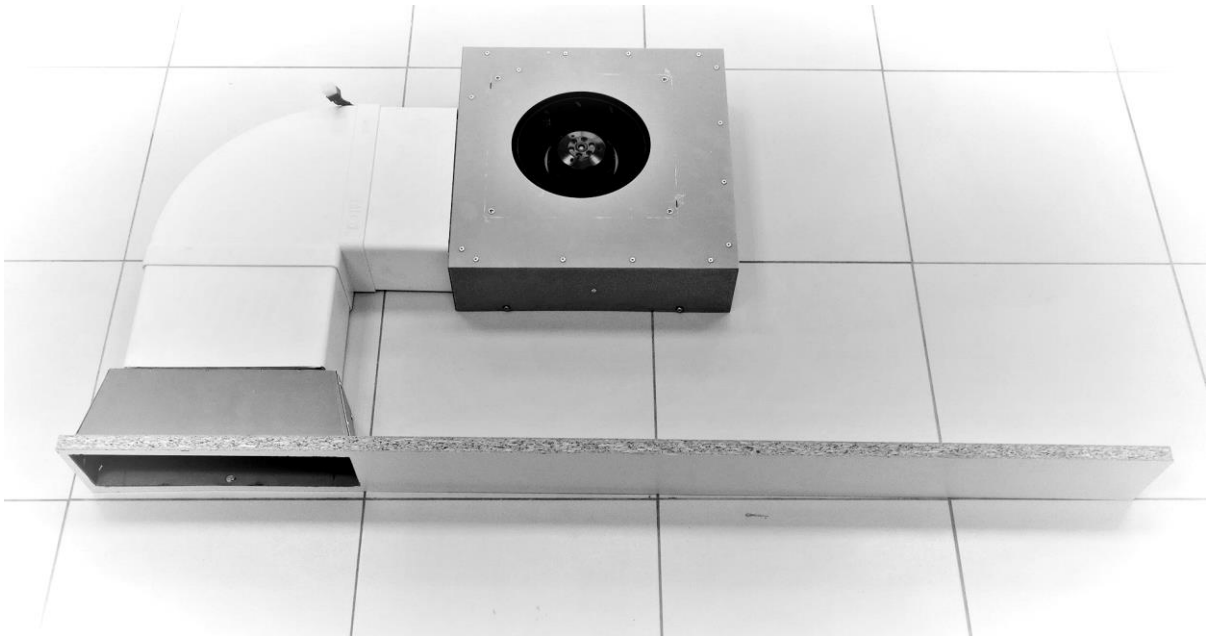

Rys. 8A
7. Cokół z wyciętym otworem nakładamy na mocowanie filtra węglowego (G) (Rys.8A)